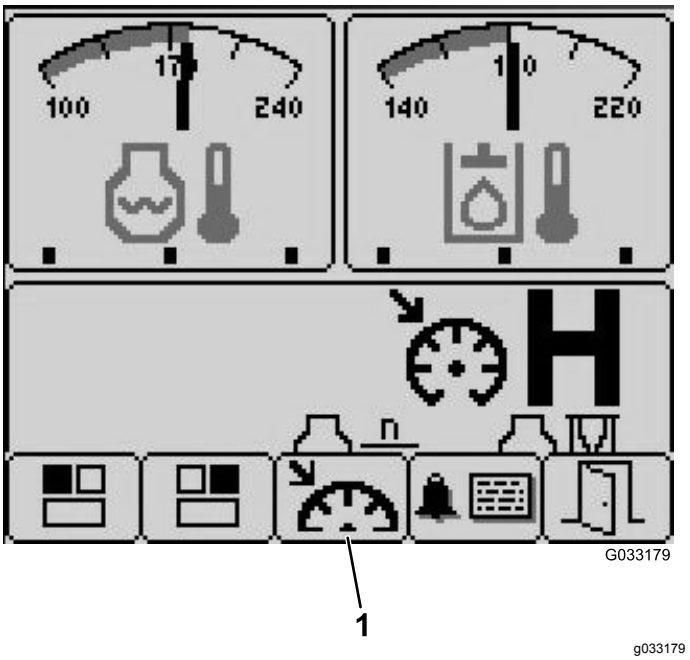

Figur 28
3. Trykk på knapp 3 for å få tilgang til fartskontrollskjermen (Figur 28).